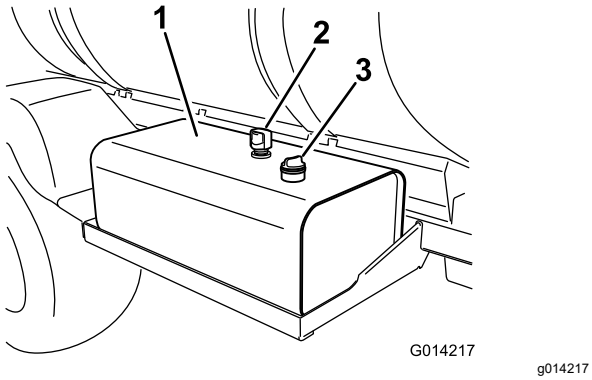

Figure 95
2. Clean the area around the hydraulic-fluid-tank dipstick cap and remove it (Figure 95).